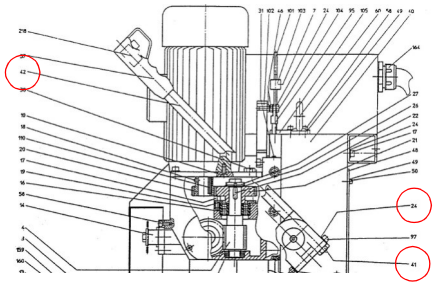

Abb. 9: Montage des Steuerhebels
Schritt 1: Den mitgelieferten Hebelarm [Abb. 9, 42] in die vorgesehene Aussparung am Gehäuse [Abb. 9, 24] einsetzen und mit der Mutter [Abb. 9, 41] befestigen.